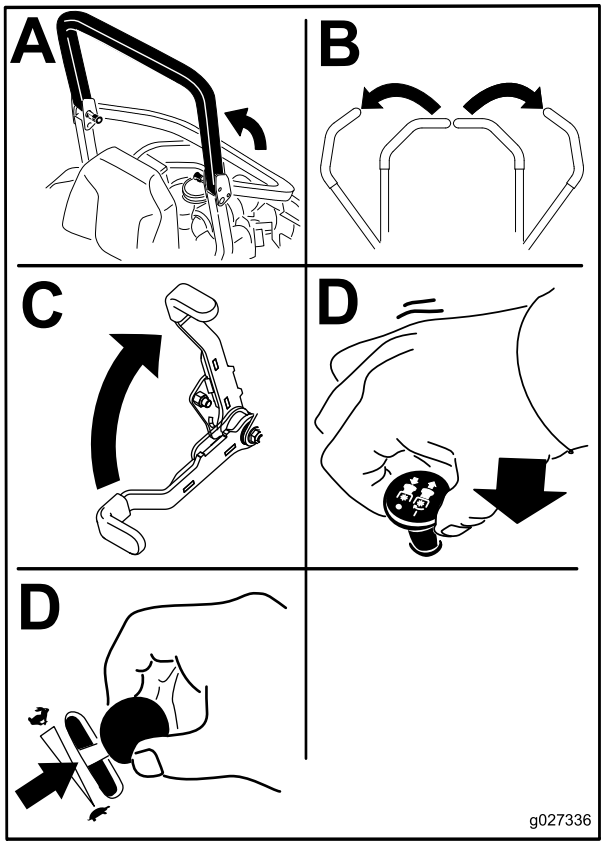

Figur 18
4. Flytt knivkontrollbryteren (kraftuttaket) til stillingen Av (Figur 18).